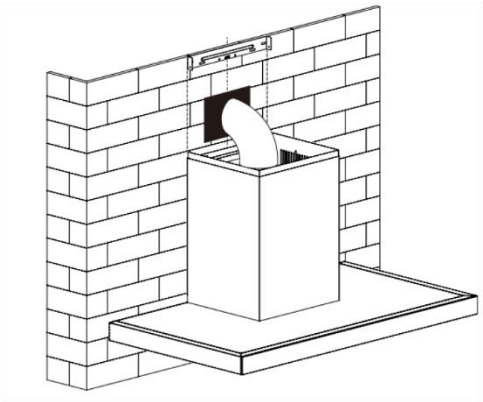

Fig. 9
7. Condurre il tubo di espansione all'esterno e inserire contemporaneamente il cavo di alimentazione nella presa di corrente. Regolare l'interno del camino sulla posizione della staffa interno al camino e fissare con 2 viti ST4*8 mm. Vedere le figure 9 e 10.